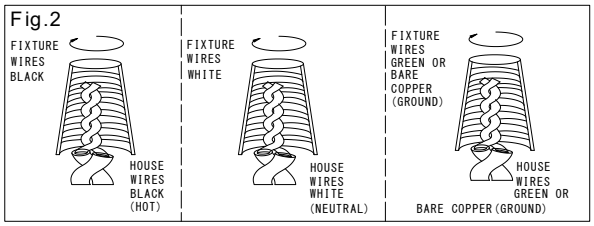

Fig 3
7. Loosen screws (L) and separate fixture frame (O) from cover (J).
8. Install (3) three candelabra base bulbs (N) up to 60 Watts, or CFL or LED equivalent (not included), in accordance with the fixture specification. **(DO NOT EXCEED THE MAXIMUM WATTAGE RATING) (NE PAS DEPASSER LA PUISSANCE NOMINALE MAXIMALE!)**
9. Secure cover (J) to fixture frame (O) by screwing screws (L) until tight.
10. To prevent moisture from entering outlet box (A) and causing a short, use clear silicone sealant to outline the outside of fixture back plate (G) where it meets the wall leaving a space at bottom to allow moisture a means to escape. (Fig.3)